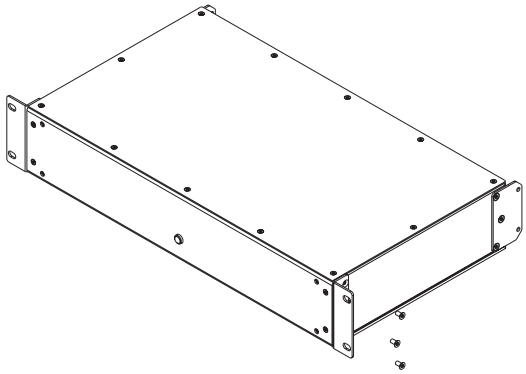
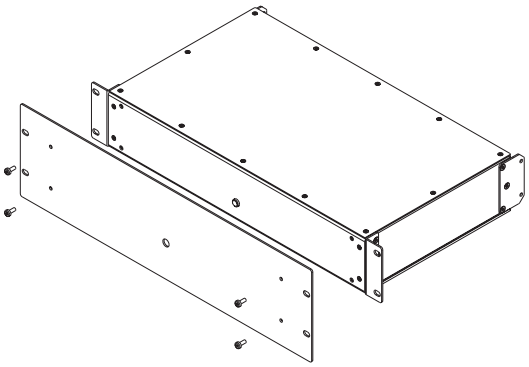

図 9. L 字型ラック耳を取り付けます
図 10. フロント・プレートを取り付けます
10. 付属の L 字型ラック・マウント・ブラケット 2 個を取り付けます。付属のフロント・プレートを取り付けます（図 9 および図 10 参照）。